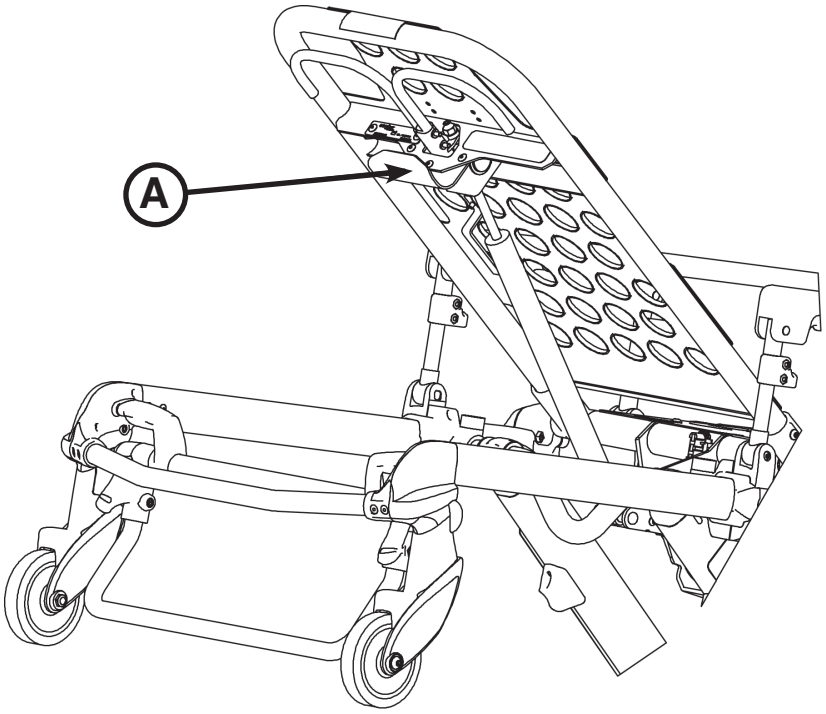

Figur 60
Utrustningshaken (A) (som visas i Figur 60) används för att hänga upp ytterligare tillbehör eller utrustning som t.ex. defibrillatorer eller monitorer.